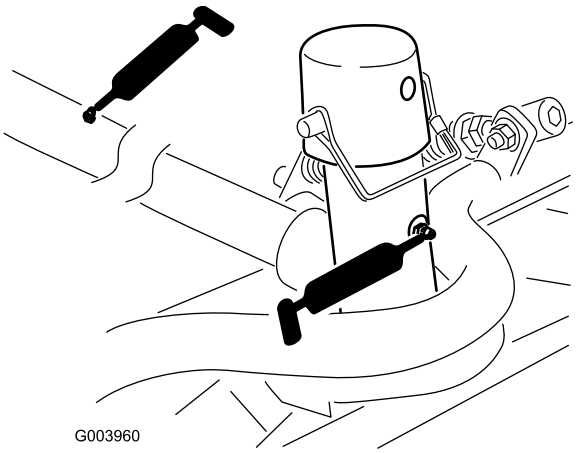

Figur 48
- Klippenhetens bärram och svängtapp (2 var) (Figur 48)